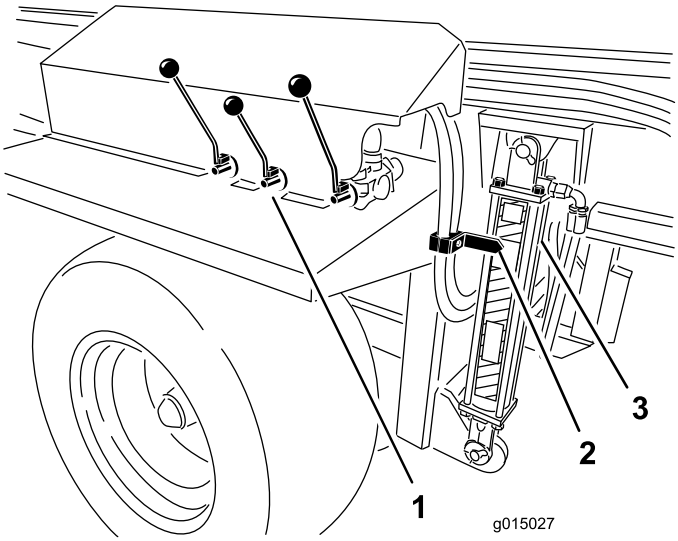

Figur 35
Justera hydraulcylindrarna på huvudtråget med hjälp av hydraulreglagen (SH-modeller) eller den trådlösa kontrollen (EH-modeller) tills pilarna riktas in mot det GRÖNA området på hydraulcylinderns dekal (Figur 35).
**Viktigt: Vid färd när spridning inte sker ska höjas maskinen till maximalt säker färdhöjd och dubbelspridaren stängas av (Figur 35).**